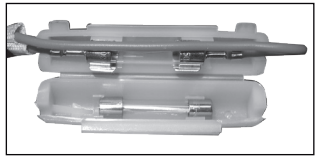

Imagen 27. Fusible.
4. Sustituir el fusible quemado por el de repuesto. Ver imagen 27.